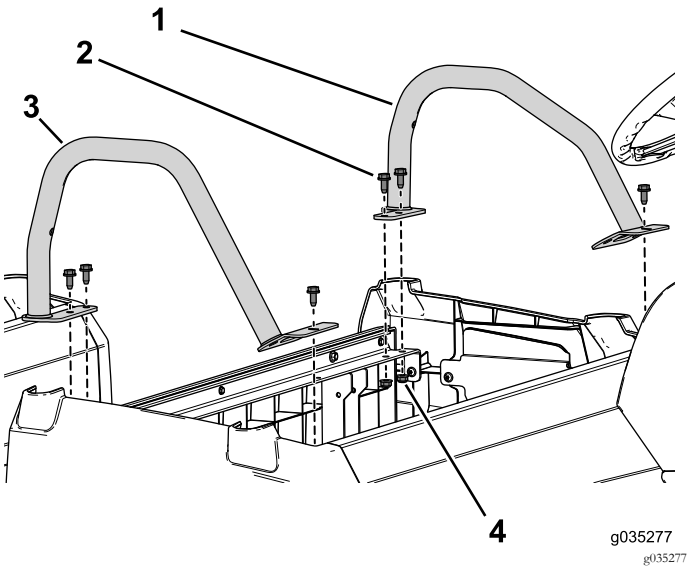

Figure 51
3. Servez-vous des 6 boulons à embase (3/16" x ¾") et écrous à embase pour fixer les dispositifs de retenue du bassin gauche et droit au socle de siège avant (Figure 51).